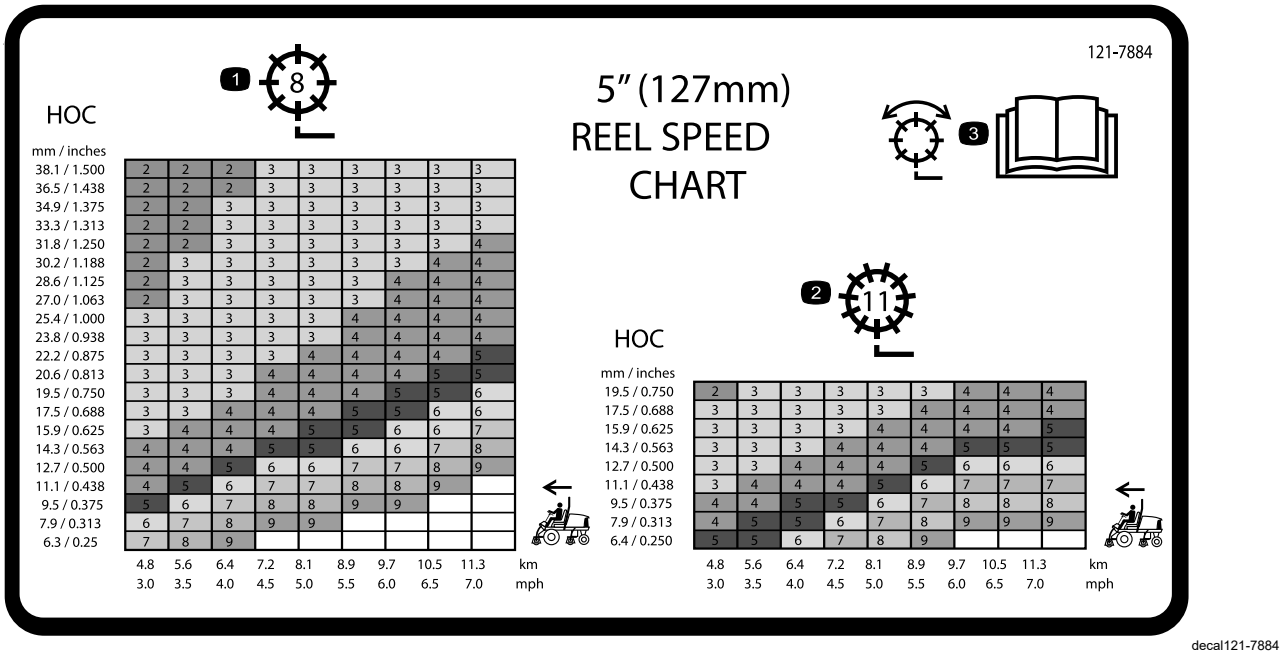

Figur 33
3. Brug oversigten over knivcylindernes hastighed på mærkaten (Figur 33) for at finde den rigtige knivcylinderindstilling.